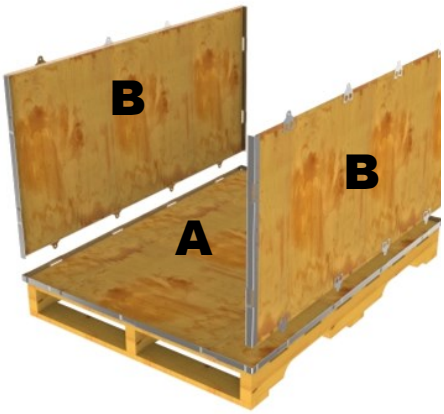

Figure 1
2. Place **B** panels into base **A**. See Figure 1.